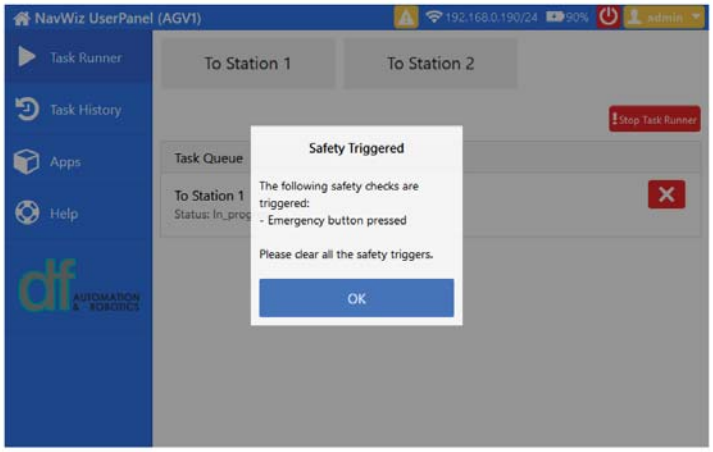

Fig. 3.29: Emergency Button Pressed Safety Triggered Message.
i. Upon manual activation of the **Emergency Stop button** , Zalpha AGV will stop its current operation immediately and a **Safety Trigger** message with **Emergency button pressed** will be shown on the **LCD Touchscreen** . See Fig. 3.29.